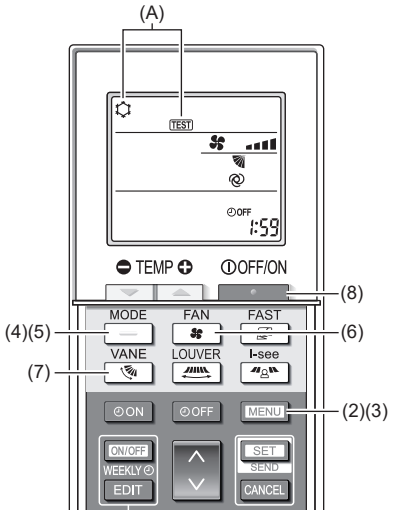

Abb. 7-5
(1) Mindestens 12 Stunden vor dem Testlauf den Netzstrom einschalten.
(2) Drücken Sie Taste [MENU] 5 Sekunden lang. (Abb. 7-5)
(3) Drücken Sie die Taste [MENU].
Es werden (A) [TEST] und die aktuelle Betriebsart angezeigt. (Abb. 7-5)
(4) Drücken Sie die Taste [—], um den Kühlmodus zu aktivieren, und prüfen Sie dann, ob Kaltluft aus dem Gerät geblasen wird.
(5) Drücken Sie die Taste [—], um den Heizmodus zu aktivieren, und prüfen Sie dann, ob Warmluft aus dem Gerät geblasen wird.
(6) Drücken Sie die Taste [ ] und prüfen Sie, ob sich die Ventilatordrehzahl ändert.
(7) Drücken Sie die Taste [ ] und prüfen Sie, ob die automatische Klappenfunktion einwandfrei funktioniert.
(8) Drücken Sie die Taste [ ], um den Testlauf zu beenden.